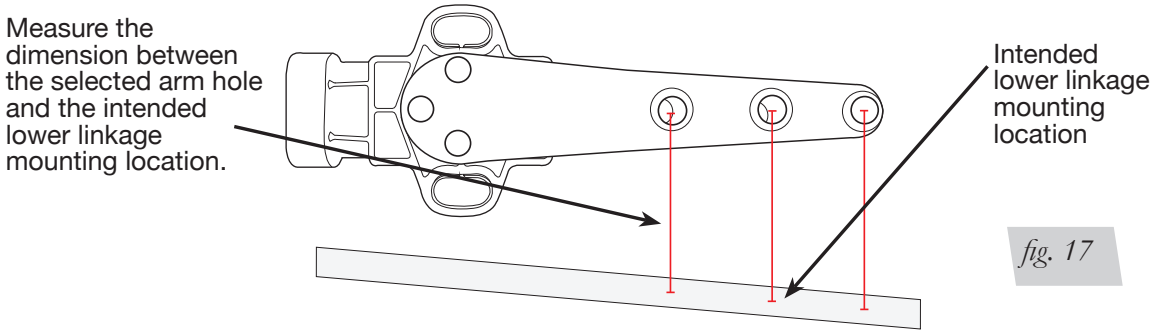

*fig. 17*
1. Mark on the vehicle the intended sensor mount location to maintain consistency in measuring methods in the next several steps. After finding a potential sensor location, measure the suspension travel, which will determine the proper arm hole. Exhaust the air springs, disconnect the air lines and jack up the suspension to its lower limit position. Take the measurement between the selected sensor arm hole with the arm at its midpoint and directly below the intended lower linkage location (fig. 17).